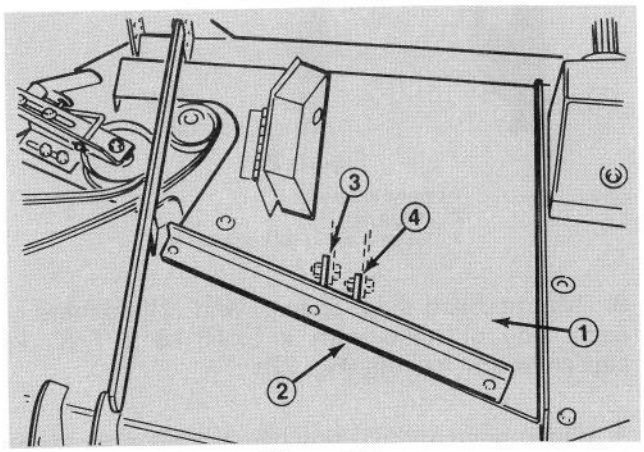
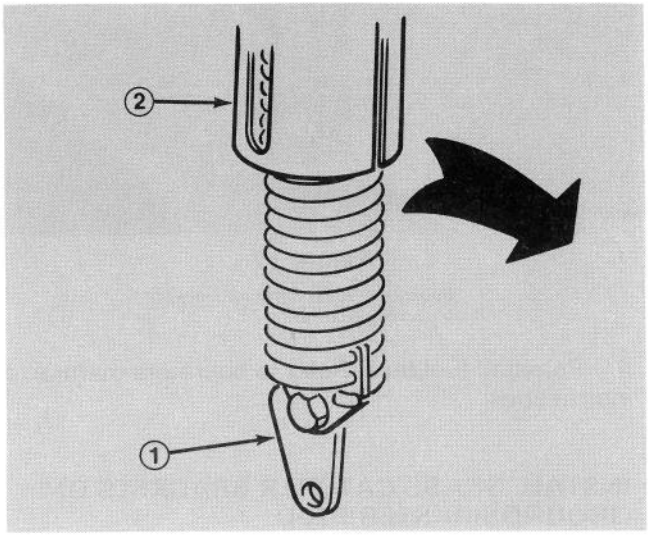

Figure 14
Figure 15
5. Install new belt cover and spring bracket to cutting unit (Fig. 14). Front of cover and bracket are secure to deck with (3) 1/4-20 x 3/4" lg. capscrews. Rear of cover to be secured with capscrews previously removed.
6. Mount spring end to spring bracket with shoulder bolt and flangenut previously removed. On units with counterbalance kit with folding knee link, the knee link bracket must be removed and reinstalled with the top hole of the knee link bracket towards the front of the cutting unit (Fig. 15). Be sure to mount counterbalance spring to connect tab on cutting unit spring bracket (Fig. 14).